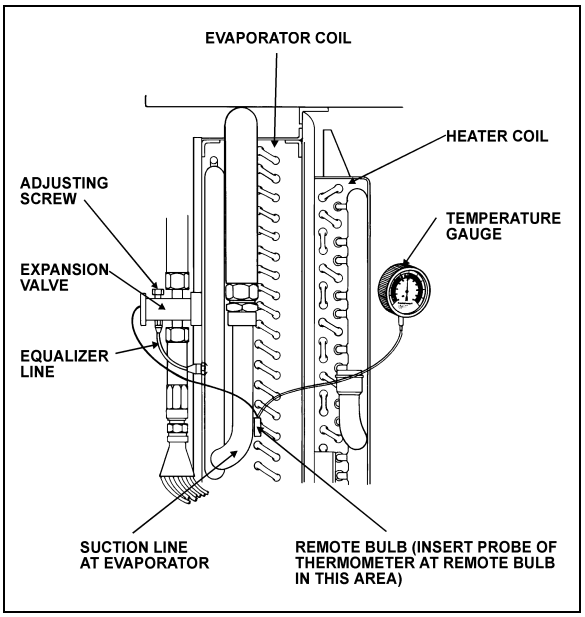

FIGURE 34: SUPERHEAT ADJUST. INSTALLATION 22046
The easiest method of adjusting the superheat is to unscrew completely the main evaporator expansion valve adjusting screw, and screw in 13 turns clockwise for 134A (Fig. 34). If this method does not provide an accurate superheat, the following procedure should be followed:
3. Install a remote reading thermometer to the evaporator outlet line near the existing remote bulb (Fig. 34).